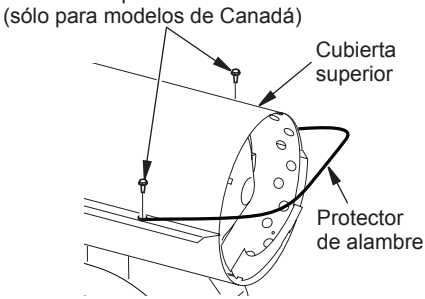

Figura 2 - Procedimiento para sujetar el protector de alambre
1. Retire los dos tornillos que sujetan la parte delantera de la cubierta superior y la inferior (consulte la figura 2).